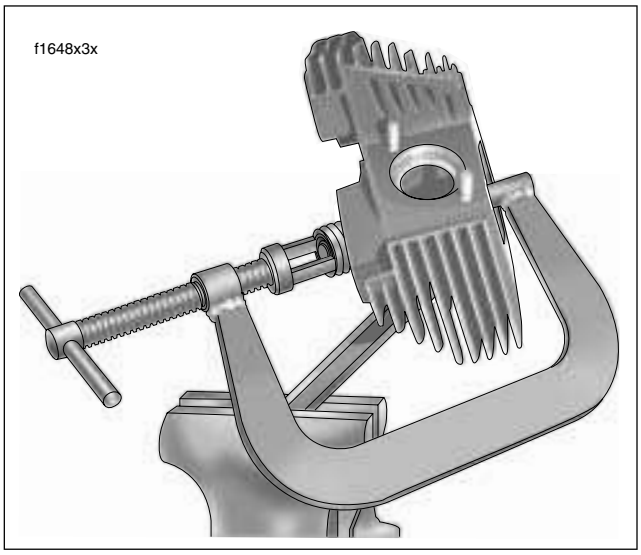

Figure 3-66. Compress Valve Springs
a. Place tool over cylinder head so that the blunt end is centered on the valve head and adapter at end of forcing screw is seated on the valve spring retainer. See Figure 3-66.